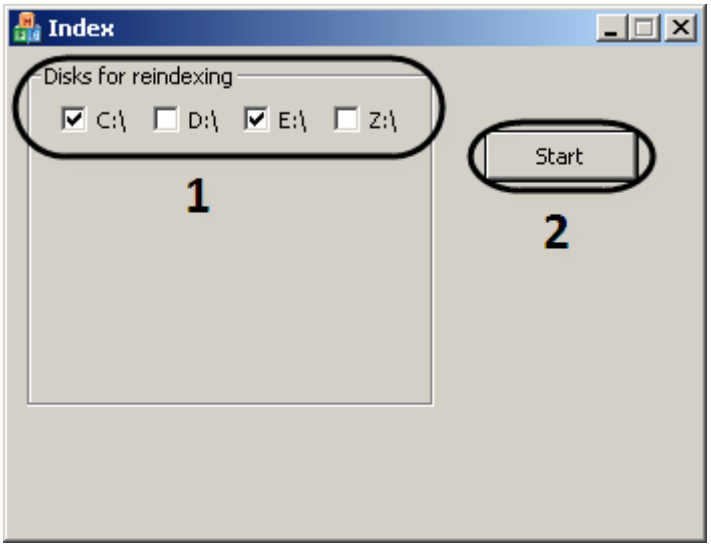

Figure 12.15-3 Reindexing of archive disks
2. In appeared window select archive disks for reindexing by setting checkbox next to required disks (Figure 12.15-3, 1).
3. To start reindexing click the "Start" button (Figure 12.15-3, 2).